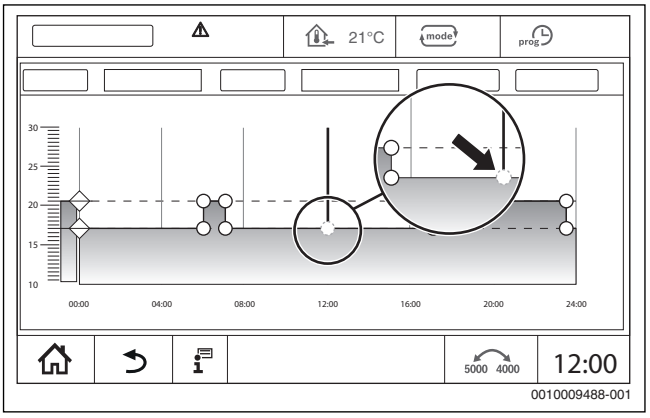

Fig. 27 Introducerea unui punct de comutare
- ▶ Apăsați punctul de comutare (→ fig. 27, pagina 20) și deplasați ciclul de temperatură al regimului redus.